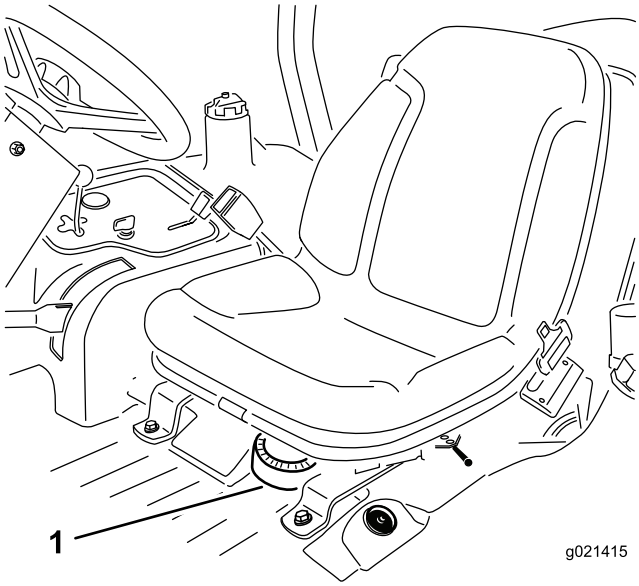

Figur 49
1. Fjern sædet fra maskinen for at få adgang til brændstofpumpen (Figur 49).